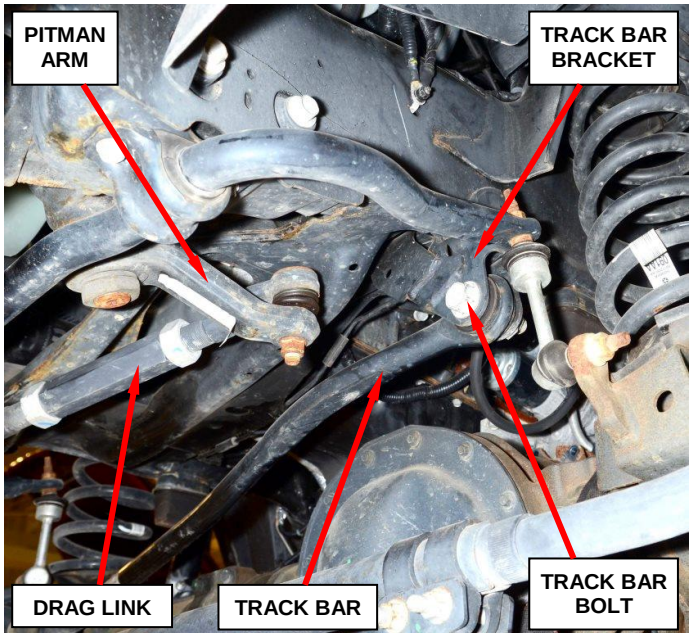

Figure 18 – Pitman Arm Nut and Track Bar Bolt
7. Connect the drag link to the pitman arm. Tighten the nut to 27 ft. lbs. (37 N·m). Then tighten the nut an additional ½ turn (Figure 18).
8. Place the track bar into position and install the track bar bolt at the frame bracket. Do not tighten at this time (Figure 18).